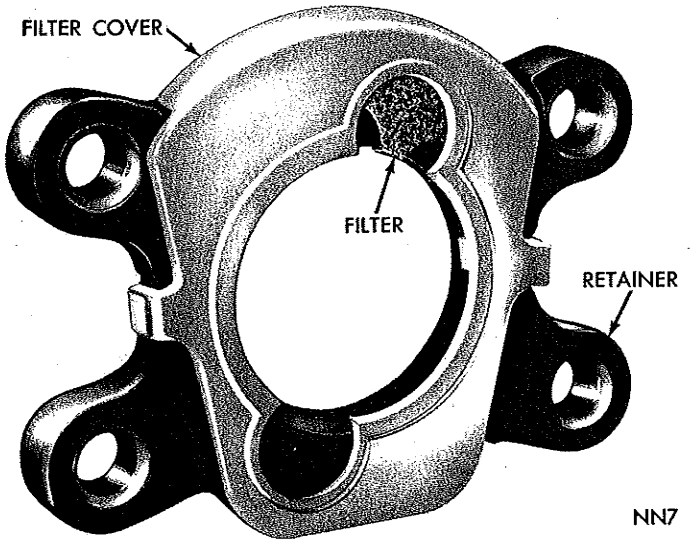

*Fig. 3—Filter, Retainer and Cover Assembly*
(1) Remove four nuts that attach master cylinder to power brake unit. Remove master cylinder.
(2) Remove air filter cover assembly from power brake unit, separate the cover and retainer, then move air filter (Fig. 3).